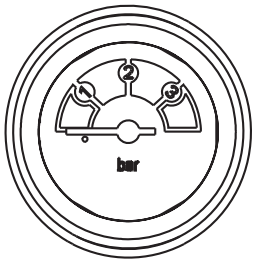

рис. 3.14
- откройте кран подпитки воды (C), и держите его открытым, пока давление на манометре не дойдёт до значения от 1 бар до 1,5 бар (Рис. 3.14).